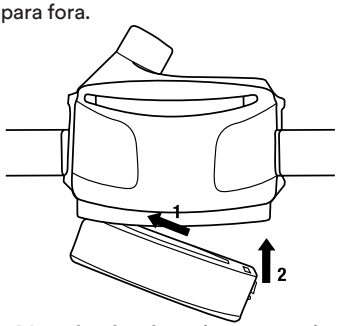

Fig. 4 Instalando a bateria no motorizado.
Para instalar uma bateria carregada, segure a unidade motora de forma a que o filtro fique de frente para você (Fig. 4).
3. Encaixe a extremidade da dobradiça da bateria no respectivo suporte na parte inferior da unidade (Fig. 4, passo 1).
4. Empurre o lado da trava da bateria para dentro do motorizado até que a trava engate com um estalo (Fig. 4, passo 2).